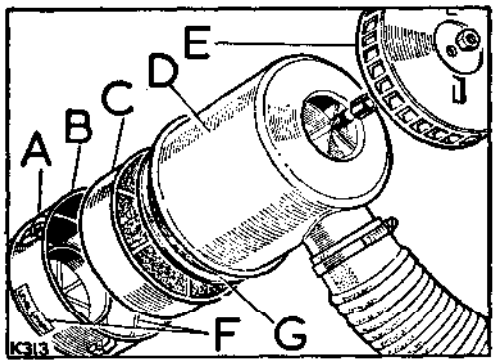

**Fig. A3-3. Exploded view of air cleaner**
1. Fill the oil container with clean engine oil to the oil level mark on the container. See Fig. A3-3.